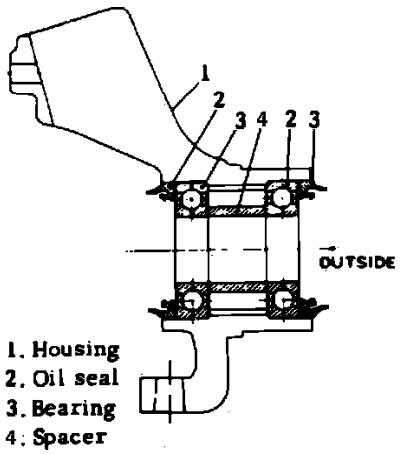

Fig. 2 Bearing & Seal Installation
8. Separate axle shaft from housing using a suitable puller. **Check axle housing bearing for wear or damage and replace oil seals, Fig. 2.**